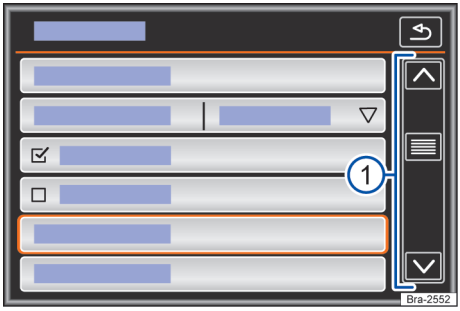

Fig. 112 Representação esquemática: entradas de lista, menu de configurações.
As entradas de lista podem ser acessadas pelo toque direto no display, ou por meio do botão de regulagem → Fig. 112 (1).
Se em uma exibição de lista houver mais registros selecionáveis do que podem ser visualizados, são mostradas superfícies de função para a rolagem ou uma barra de rolagem à direita na imagem → Fig. 112 (1).